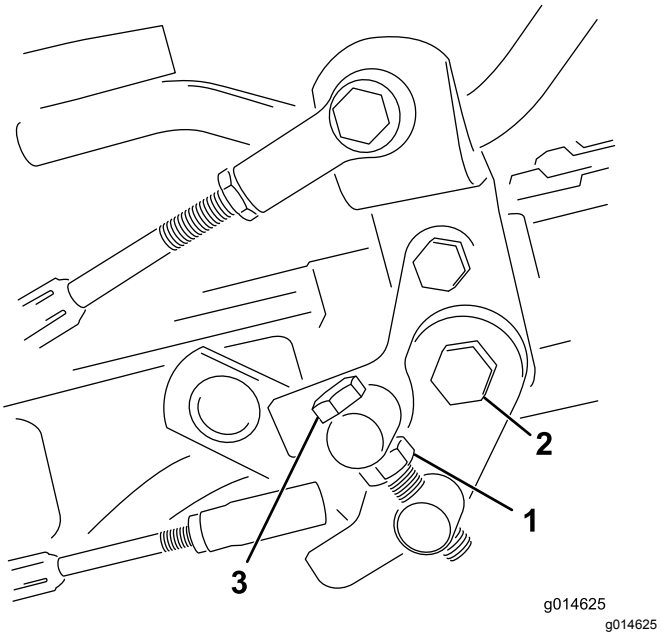

Figur 49
1. Løsn kontramøtrikken på trækbøjlen (Figur 49).
4. Tilspænd kontramøtrikken på tappens maskinskrue og møtrikken på pedalens drejetap for at låse justeringen (Figur 49). Kontroller justeringen, og juster som påkrævet.